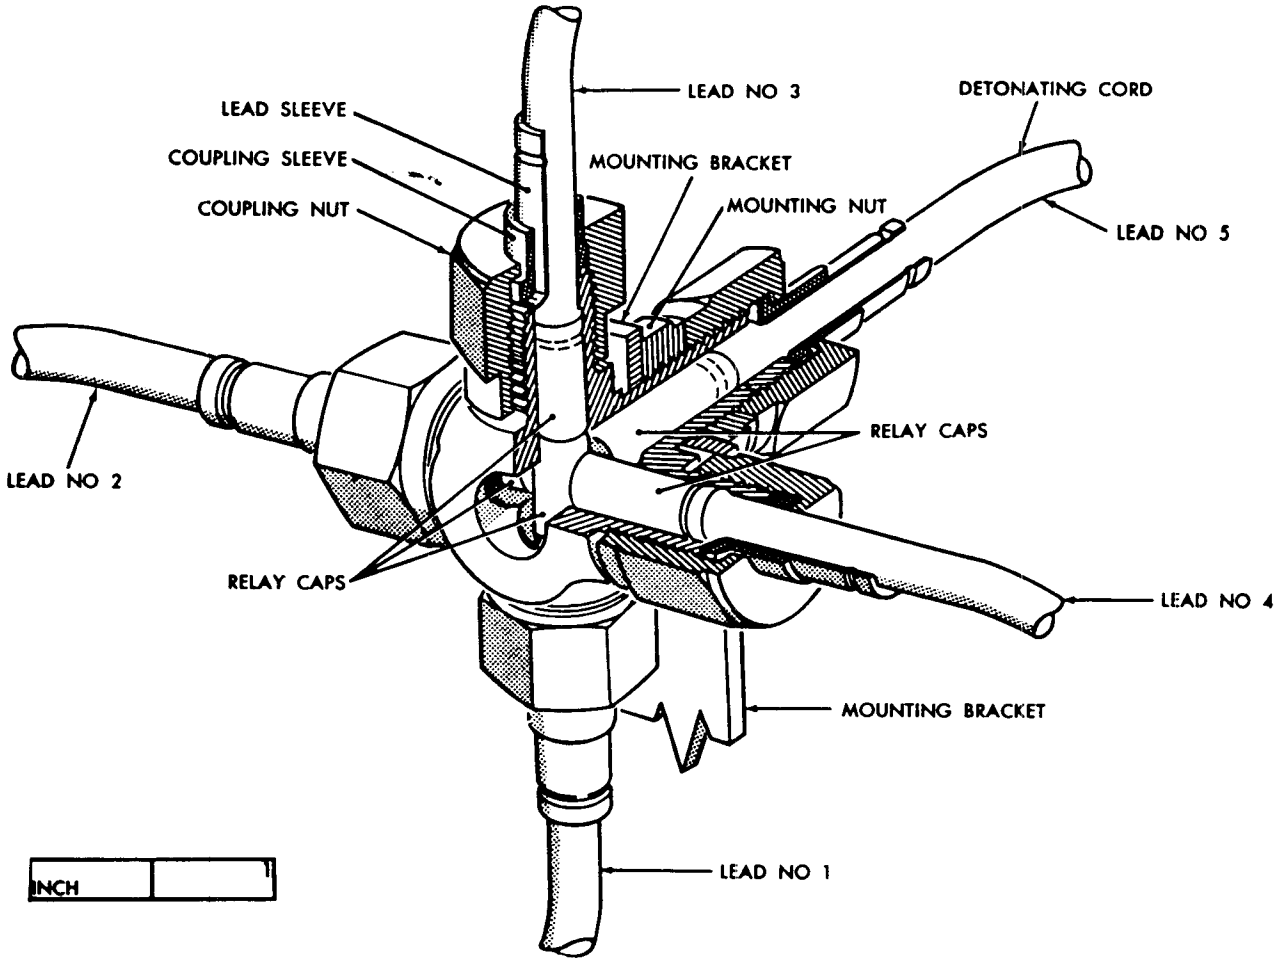

*Figure 175. Five-way connector.*
**1** connects the aft warhead detonating cord to the 5-way connector (fig. 175) by inserting the PETN relay cap end into the 5-way connector. The Nos. 1 and 5 connections on the 5-way connector go to the arming mechanisms, No. 2 goes to the nose warhead, No. 3 to the center warhead, and No. 4 to the aft warhead.